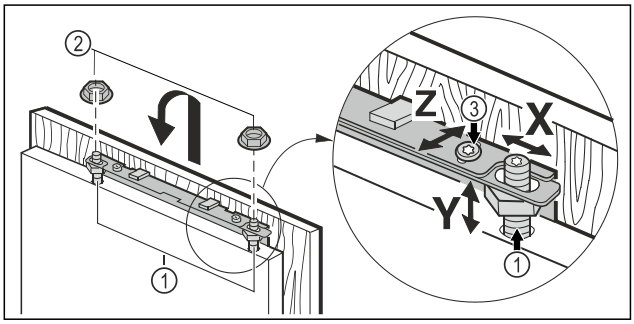

Fig. 60
▶ Навесьте мебельную дверь на регулировочные болты *Fig. 60 (1)* и накрутите контргайки *Fig. 60 (2)* на регулировочные болты, не затягивая.
▶ Выравнивание мебельной двери по высоте **Y** и боковому наклону: с помощью отвертки установите положение регулировочными болтами *Fig. 60 (1)*.
▶ Затяните контргайки *Fig. 60 (3)*.